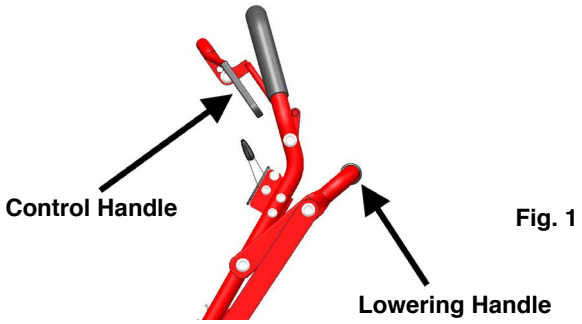

Fig. 1
2. Make sure the rear tires are in the up position (tines not touching ground). Slowly pull back on the control handle(s). Figure 1